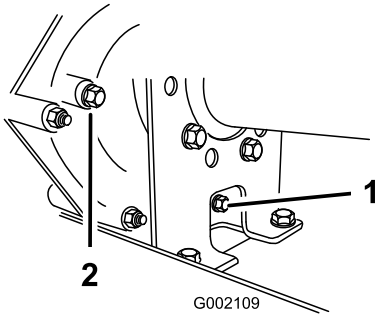
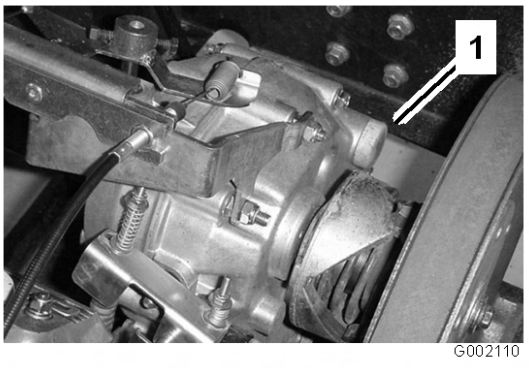

Figur 48
Figur 49
2. Fjern aftapningsproppen fra beholderens højre side (Figur 48), og lad olien flyde over i aftapningsbeholderen. Monter og tilspænd skruen, når væsken er holdt op med at løbe.
3. Fyld beholderen (Figur 49) med ca. 1,4 liter motorolie af typen SAE 10W30 eller indtil oliestanden er ved bunden af niveauindikatorhullet (Figur 48).